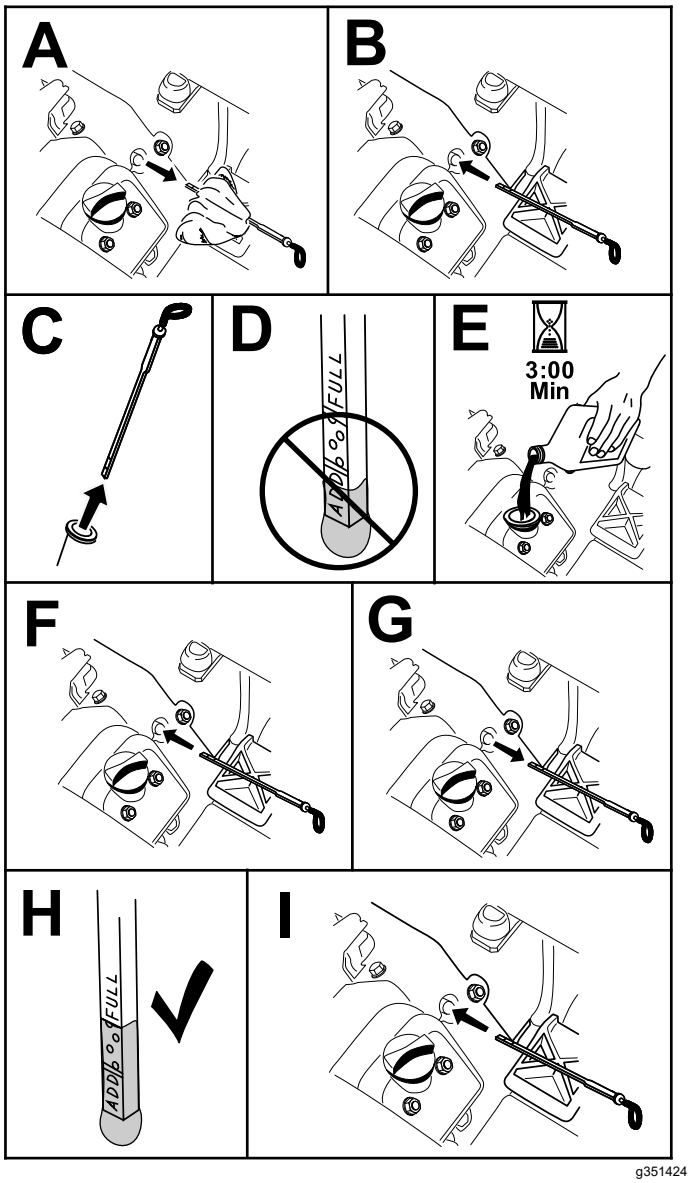

**Figur 25**
5. Sæt målepinden i røret, og sørg for, at den er helt i bund. Tag målepinden ud af røret, og kontroller oliestanden. Hvis oliestanden er lav, skal du fjerne påfyldningsdækslet fra ventildækslet og hælde tilstrækkeligt af den angivne olie på til at hæve standen til målepindens Full-mærke (Figur 25).